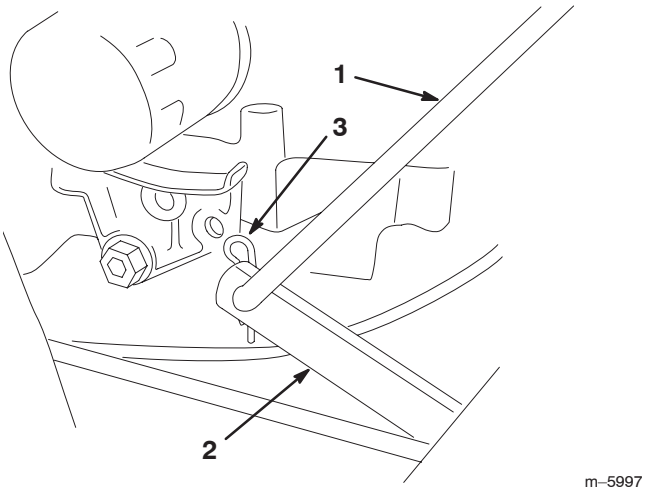

Figure 6
1. From outer side of bell crank, insert end of blade control (PTO) rod thru hole (Fig. 6).
2. Secure the blade control (PTO) rod to the bell crank with a hairpin cotter (Fig. 6).